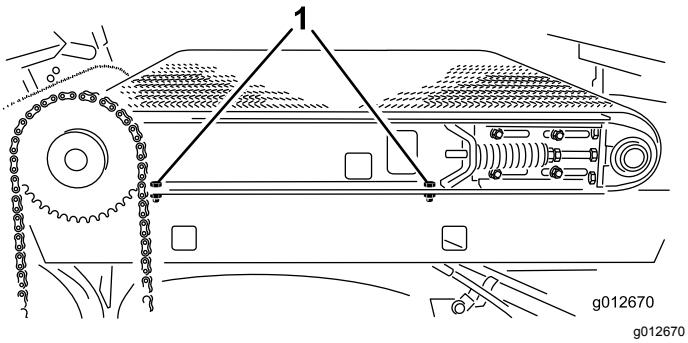

Rysunek 27
4. Po prawej stronie maszyny poluzuj 2 śruby mocujące szynę ramy ślizgowej do prawego błotnika (Rysunek 27). Upewnij się, że śruby mocujące są wystarczająco poluzowane, aby można było pochylić sanie ślizgowe.